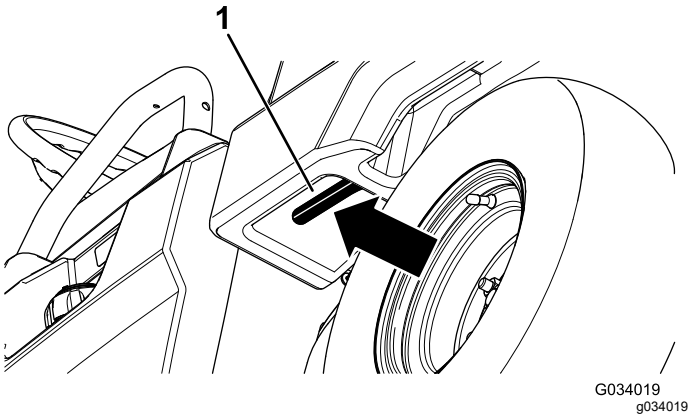

Figur 11
1. Trekk spaken til venstre inne på lasteplanet mot deg, og løft lasteplanet opp (Figur 11).
1. Hev lasteplanet litt ved å heve låsespaken (Figur 11).